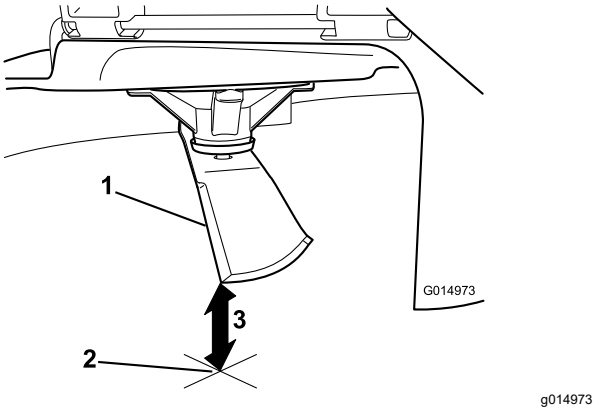

Rysunek 102
3. Zmierz odległość od końcówki ostrza do płaskiej powierzchni (Rysunek 102).